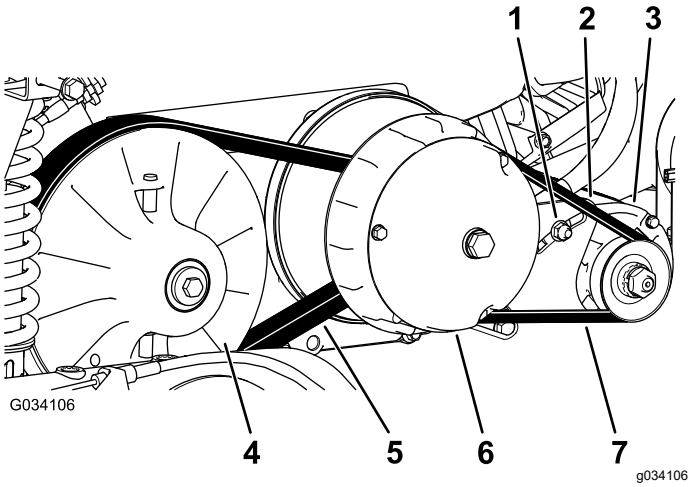

Figuur 67
6. Laat de riem (Figuur 67) ronddraaien en controleer deze op tekenen van overmatige slijtage of beschadigingen.
3. Laat de drijfriem over de secundaire koppeling ronddraaien (Figuur 67).
4. Verwijder de riem van de primaire koppeling (Figuur 67).
5. Lijn de nieuwe riem uit op de primaire koppeling (Figuur 67).
6. Laat de drijfriem over de secundaire koppeling ronddraaien (Figuur 67).
2. Draai de ankerbout van de dynamo van de starter los (Figuur 67).
4. Duw het breekijzer naar beneden om de starter omlaag in de sleuf te draaien tot de riem niet meer dan 6 mm doorbuigt als u een kracht van 44 N·m uitoefent (Figuur 67).
5. Draai de ankerbout van de starter handmatig vast en verwijder het breekijzer (Figuur 67).